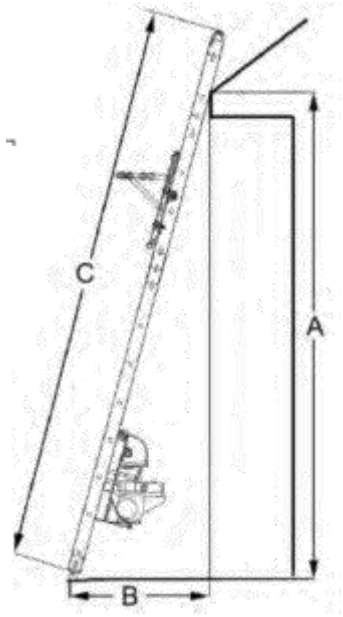

Figure 1
a) It is important to have the correct length of ladder set-up and the proper angle for safe material handling. See Figure 1.